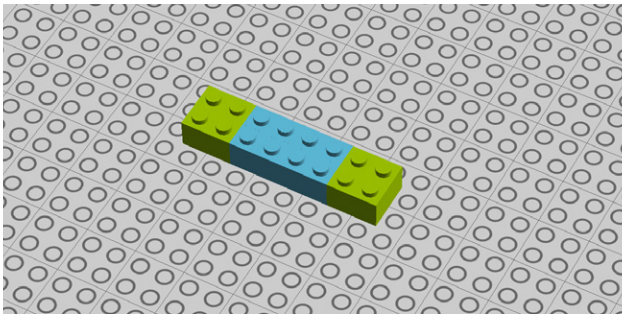

Figure 9-6. *Step 1: Adding 2x2 bricks to a 2x4 translucent brick*
1. Let's begin with two 2x2 Lego bricks and a 2x4 translucent brick (Figure 9-6).